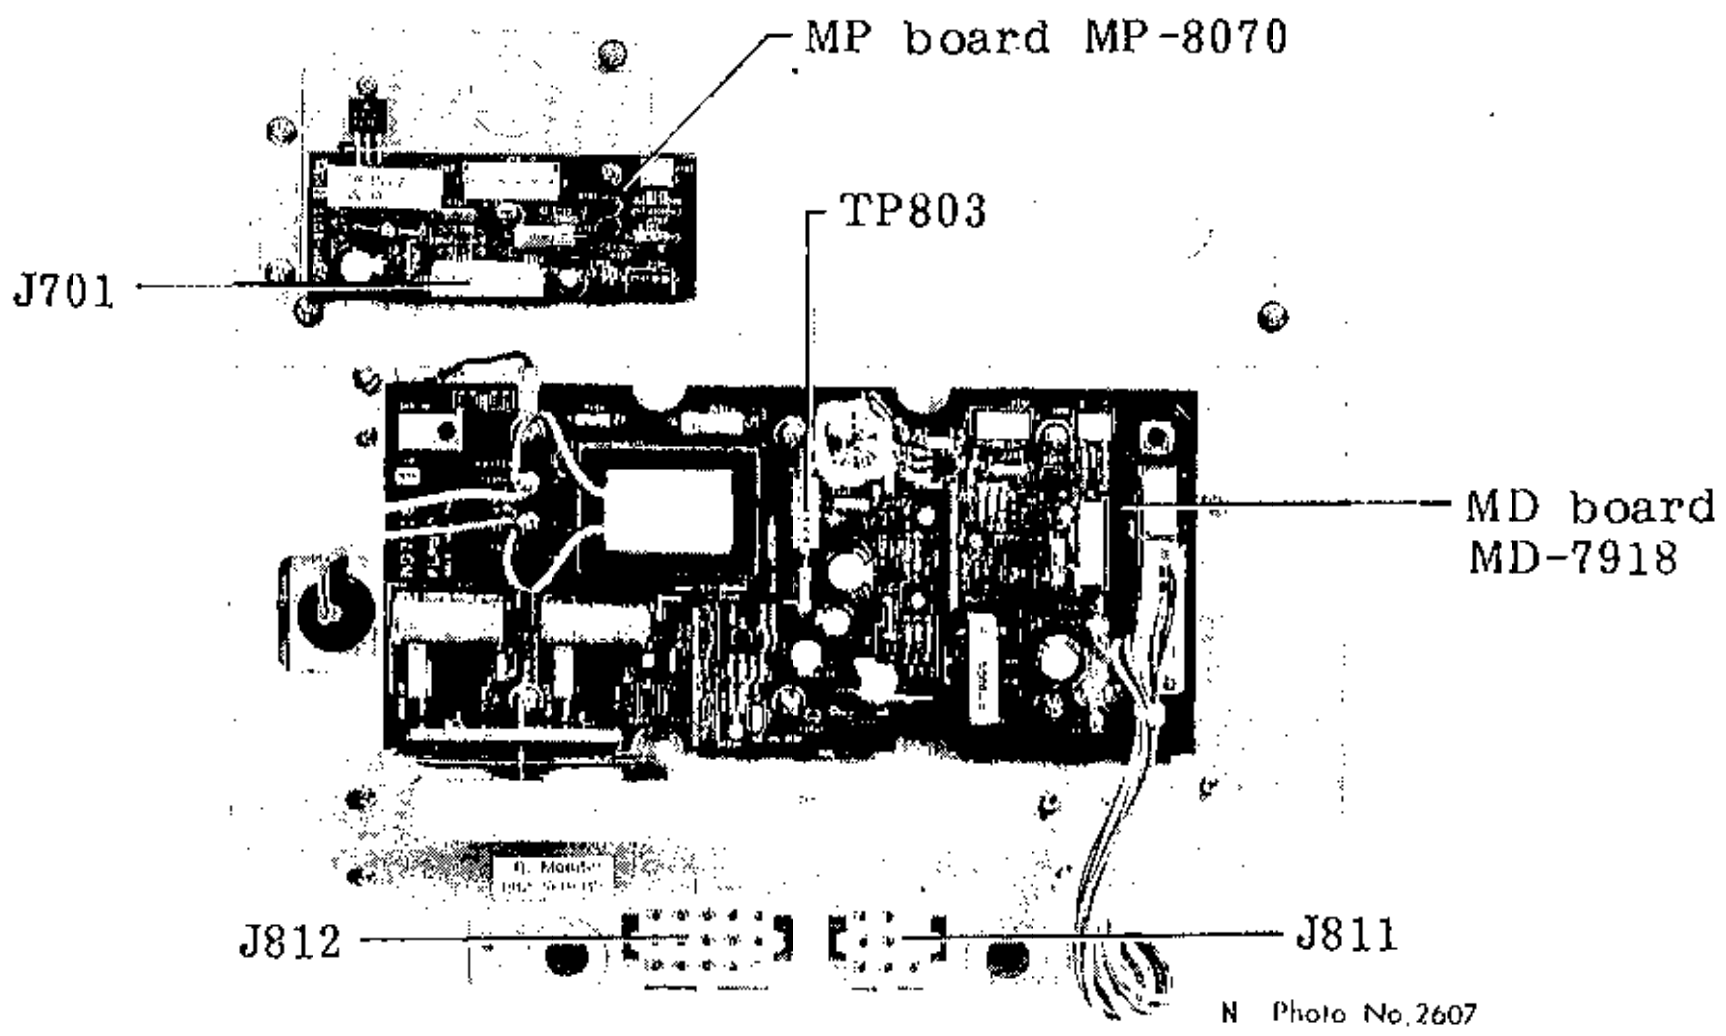

Fig.5-4 Transceiver Module Bottom View
2. Connect a multimeter, set to 10VDC range, to pin #5(+) and #6(-) of TP803 on the MD-7918 modulator board. See Fig.5-4.